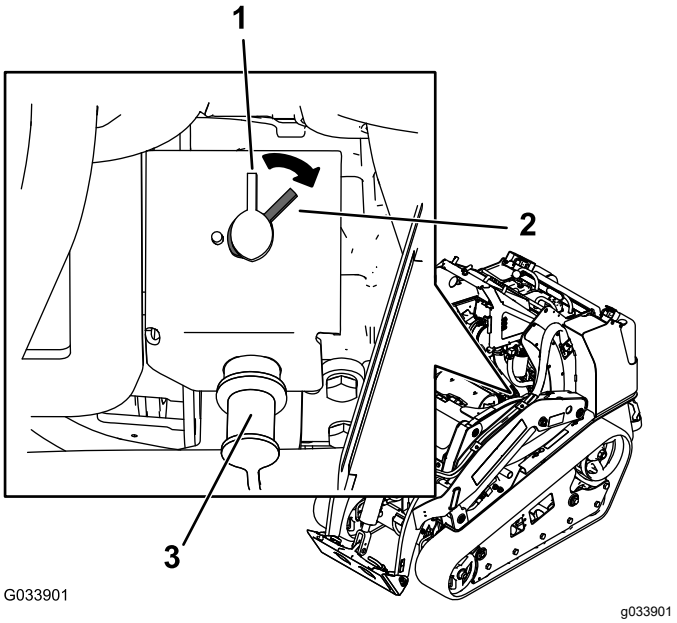

Figuur 48
- Om de machine elektrisch op te laden, draait u de accu-ontkoppelingsschakelaar rechtsom naar de stand AAN (Figuur 48).
- Om de machine elektrisch te ontladen, draait u de accu-ontkoppelingsschakelaar linksom naar de stand UIT (Figuur 48).